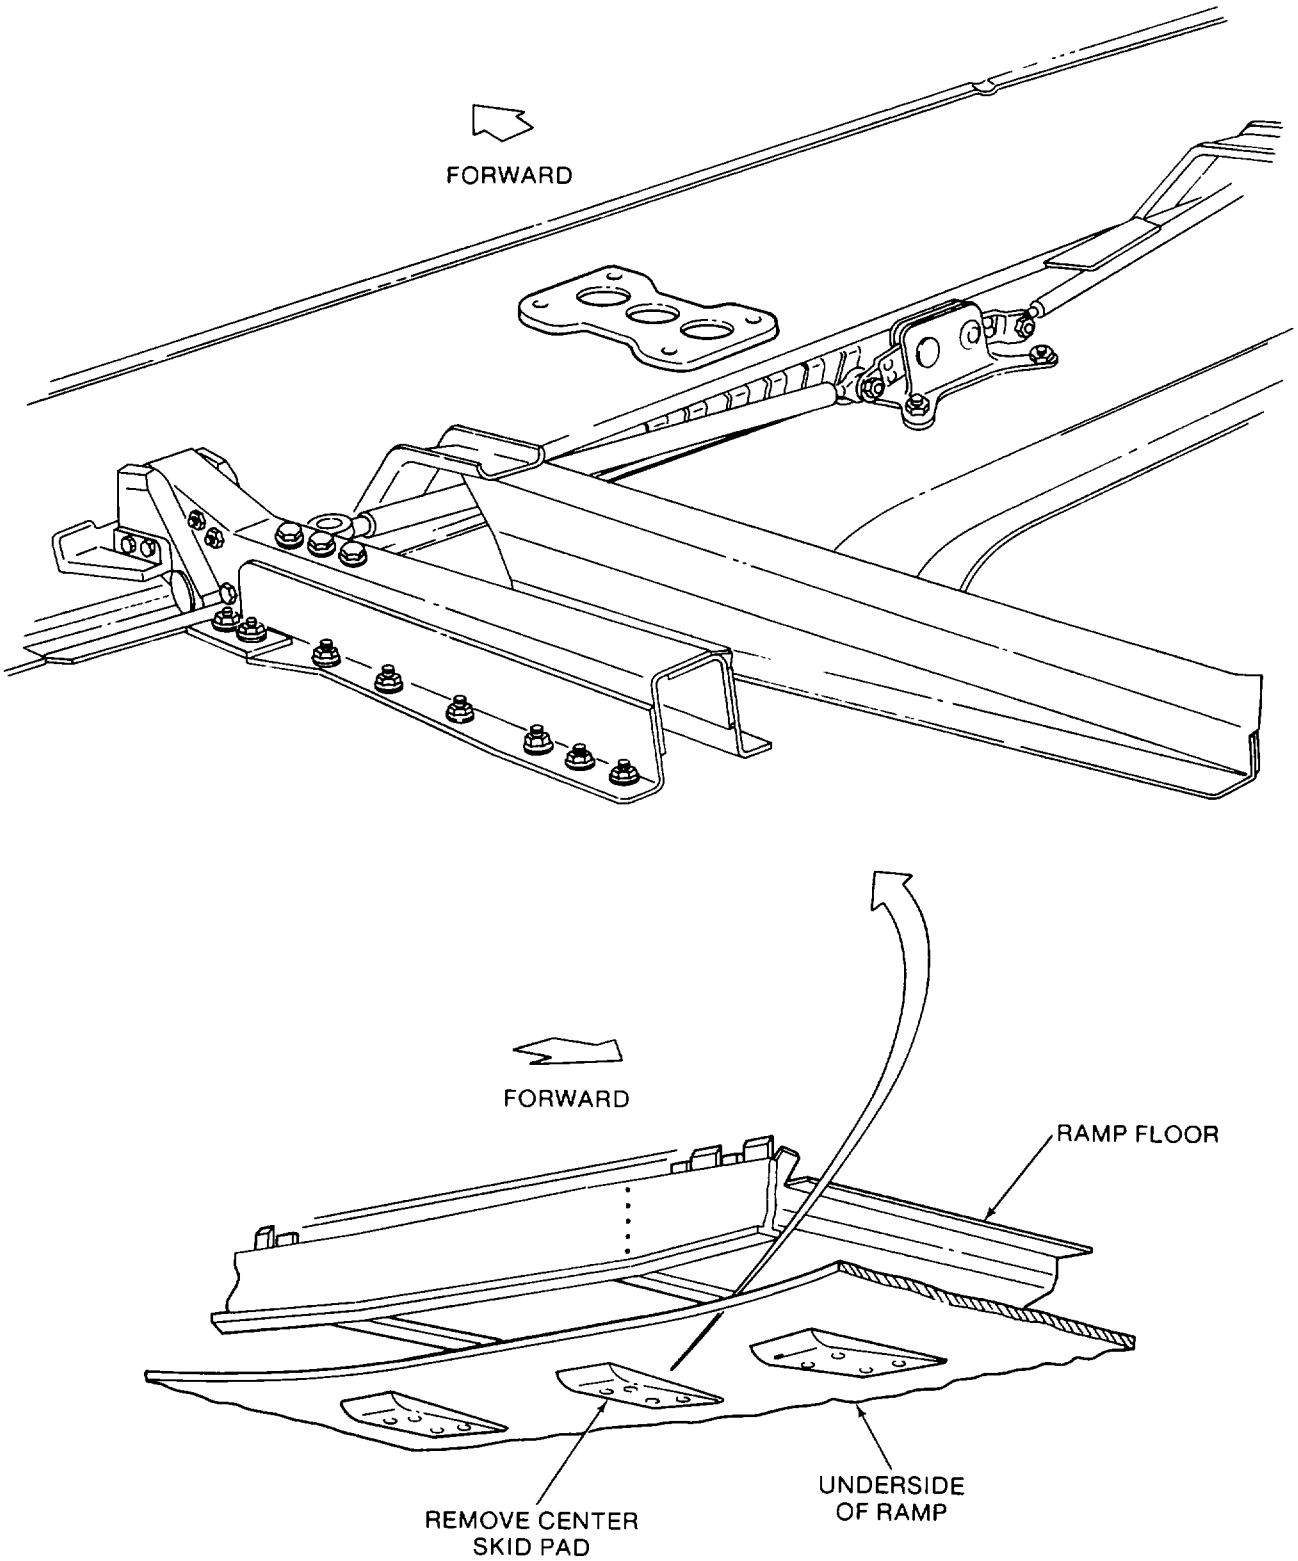
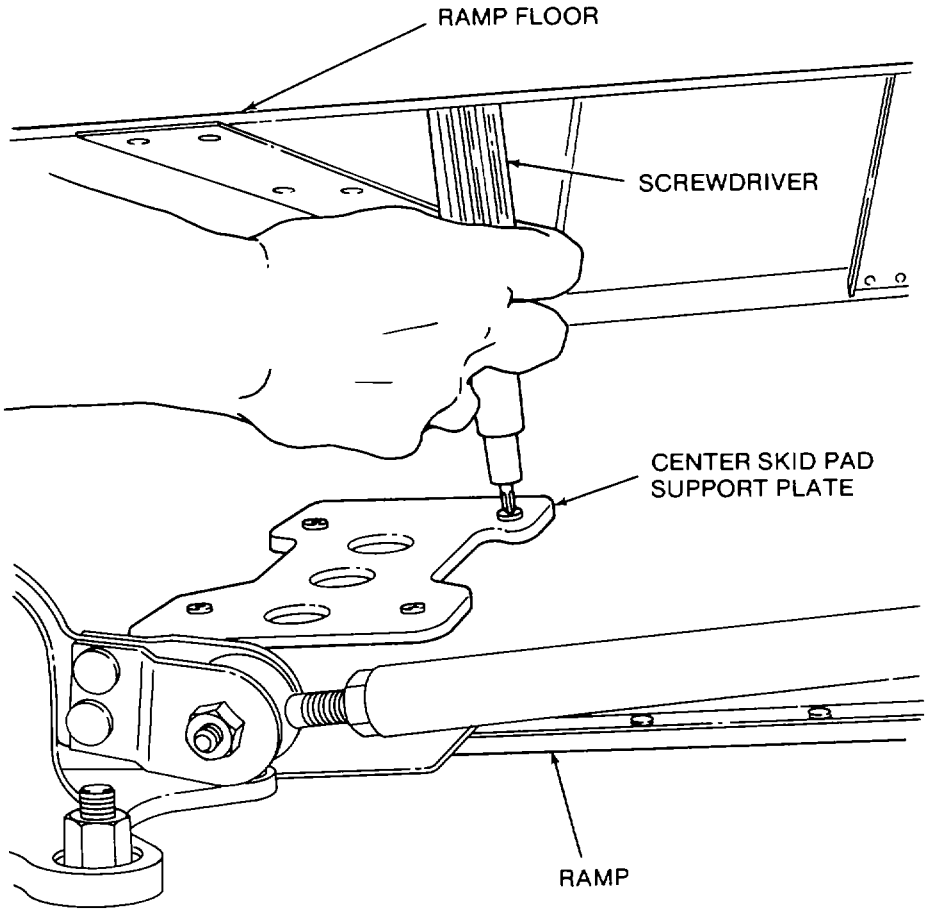

**Figure 2-12. Center Skid Pad Location**
**Figure 2-13. Screwdriver Location to Hold Center Skid Pad Screw Head**
*a. Installation Preparation*. Extend the ramp tongue to gain access to the four screws that attach the center skid pad (Figure 2-12).
**Step 2-9a.(1) will require two persons. Also, it requires that the screw heads be fully cleaned of any dirt, etc., in order to prevent slippage due to the awkward position.**
(1) One person must clean screw heads and hold the screwdriver (Figure 2-13) while resting on the ramp floor. At the same time, the second person must be under the ramp using a suitable wrench to remove the nuts securing the center skid pad. Retain the hardware removed for reuse during the installation procedure.
(1) Refer to steps 2-9a. and 2-9a.(1) and Figure 2-13 to gain access to screw locations.